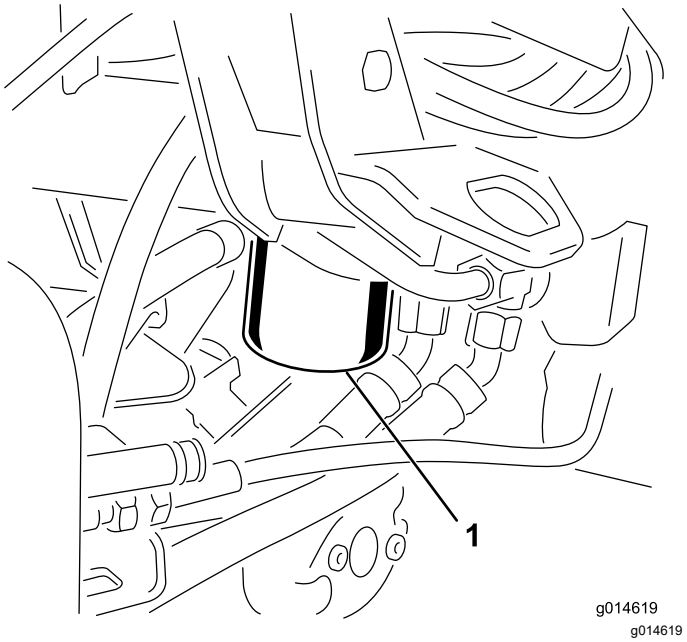

Figura 50
1. Limpie la zona de montaje del filtro (Figura 50). Coloque un recipiente debajo del filtro y retire el filtro.